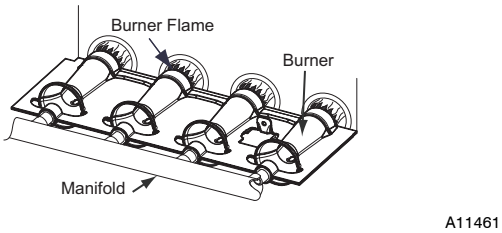

Fig. 63 - Burner Flame
i. When correct input is obtained, replace cap that conceals gas valve regulator adjustment screws. Main burner flame should be clear blue, almost transparent See Fig. 63.